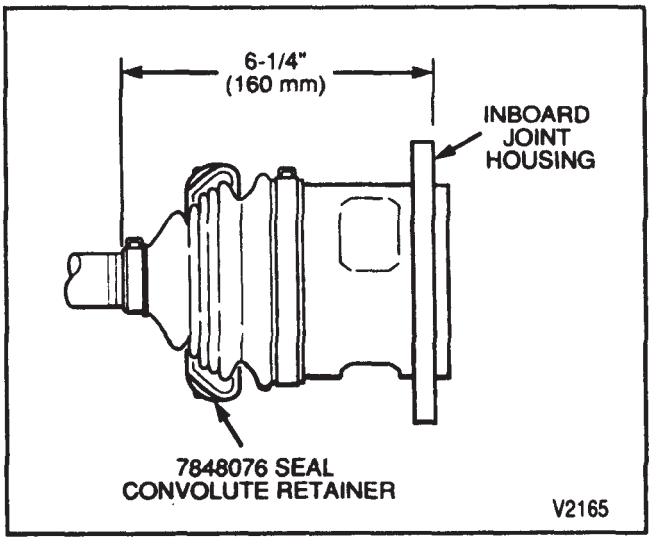

Figure 48—Proper Inboard Stroke Positioning
- Clamp ear gap dimension (figures 48 and 49).